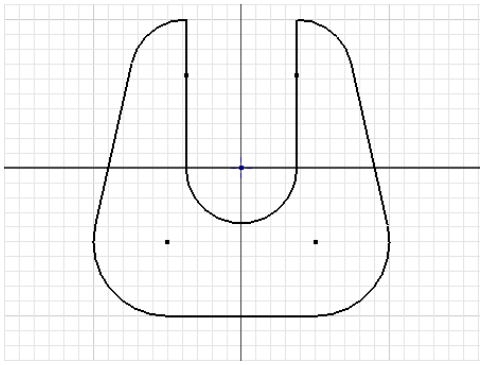

Figure 3-28 *The sketch after applying all constraints*
11. Select the center point of arc 6; the entire sketch moves to make the origin coincident with the center point of the arc. The sketch after applying all the constraints is shown in Figure 3-28.